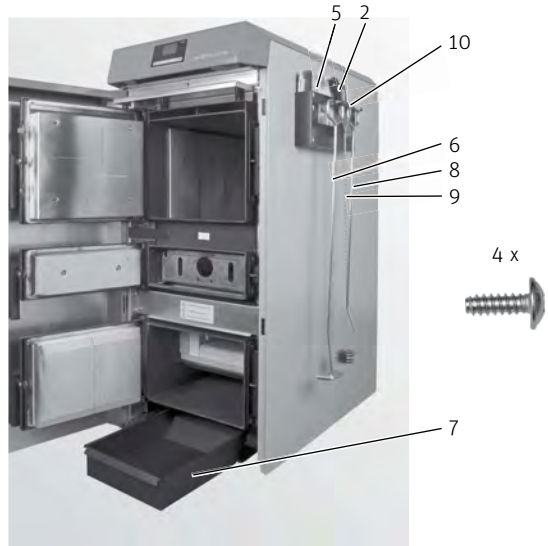

Fig. 147 Monter la console de suspension, tiroir à cendres sous la chaudière
- Monter la console de suspension avec la chemise d'instructions et les outils de nettoyage et de commande sur une paroi latérale de la chaudière (Fig. 147) ou sur un mur du local d'implantation/de la chaufferie.